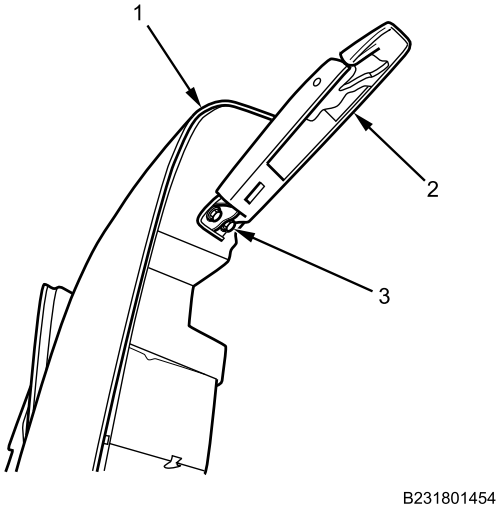

Figure 3. Hood and Latch.
2. Install hood latch (Figure 3, Item 2) on hood (Figure 3, Item 1) with two bolts (Figure 3, Item 3). Tighten securely.